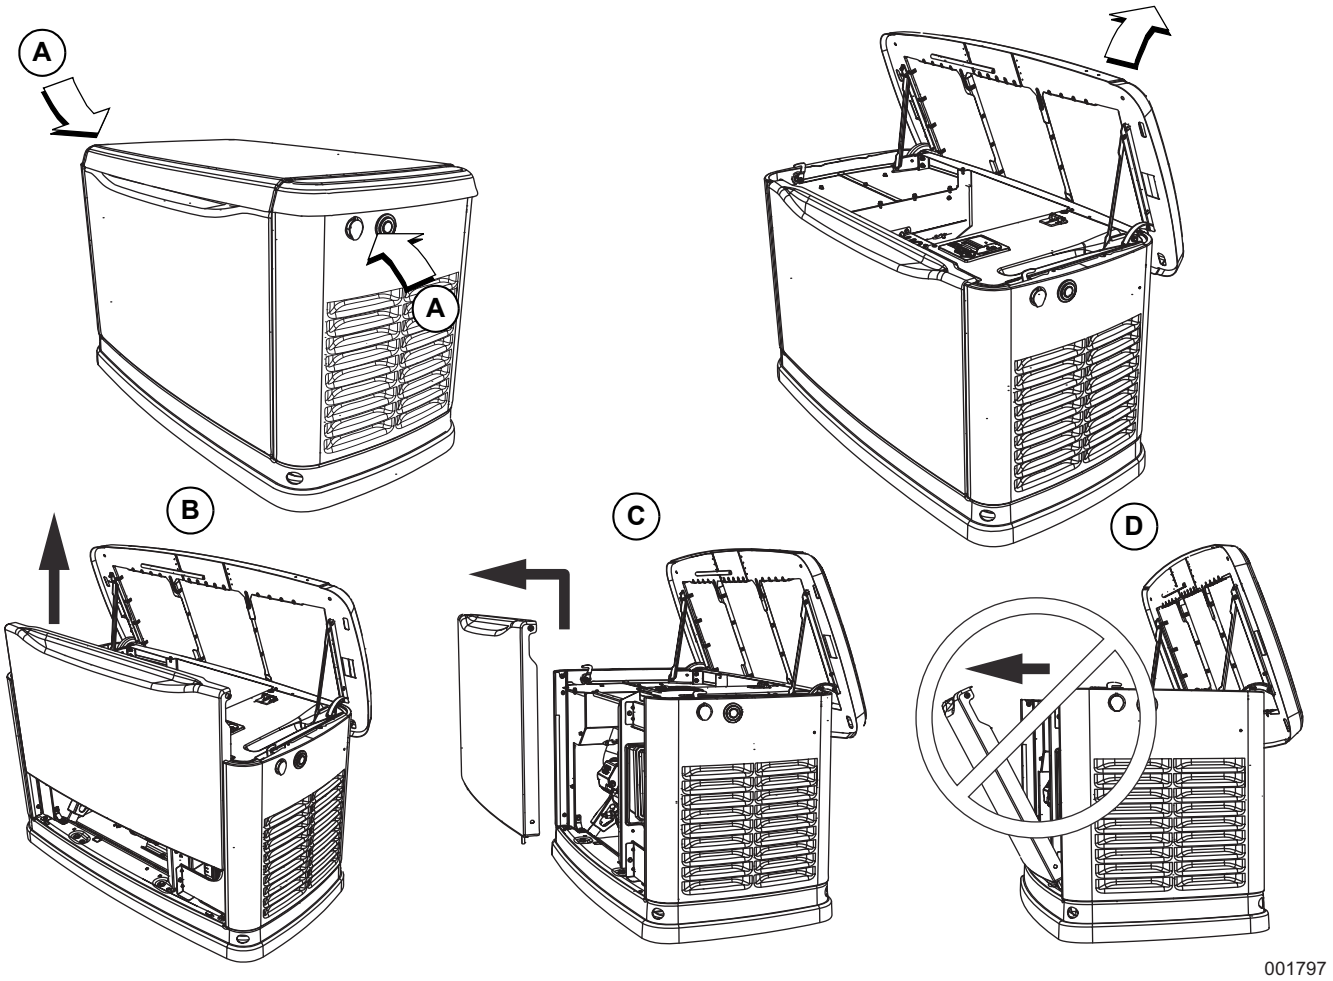

Figure 2-4. Emplacement des verrous latéraux et retrait du panneau avant
3. Deux verrous ferment le couvercle, un de chaque côté (partie A de la ***Figure 2-4***). Pour ouvrir le couvercle correctement, appuyez sur le couvercle à l'endroit des verrous latéraux et déverrouillez-les un côté à la fois.
REMARQUE : Soulevez toujours le panneau d'accès frontal avant de le retirer du boîtier (parties B et C de la ***Figure 2-4***). Ne retirez pas le panneau du boîtier avant de le soulever (partie D de la ***Figure 2-4***).